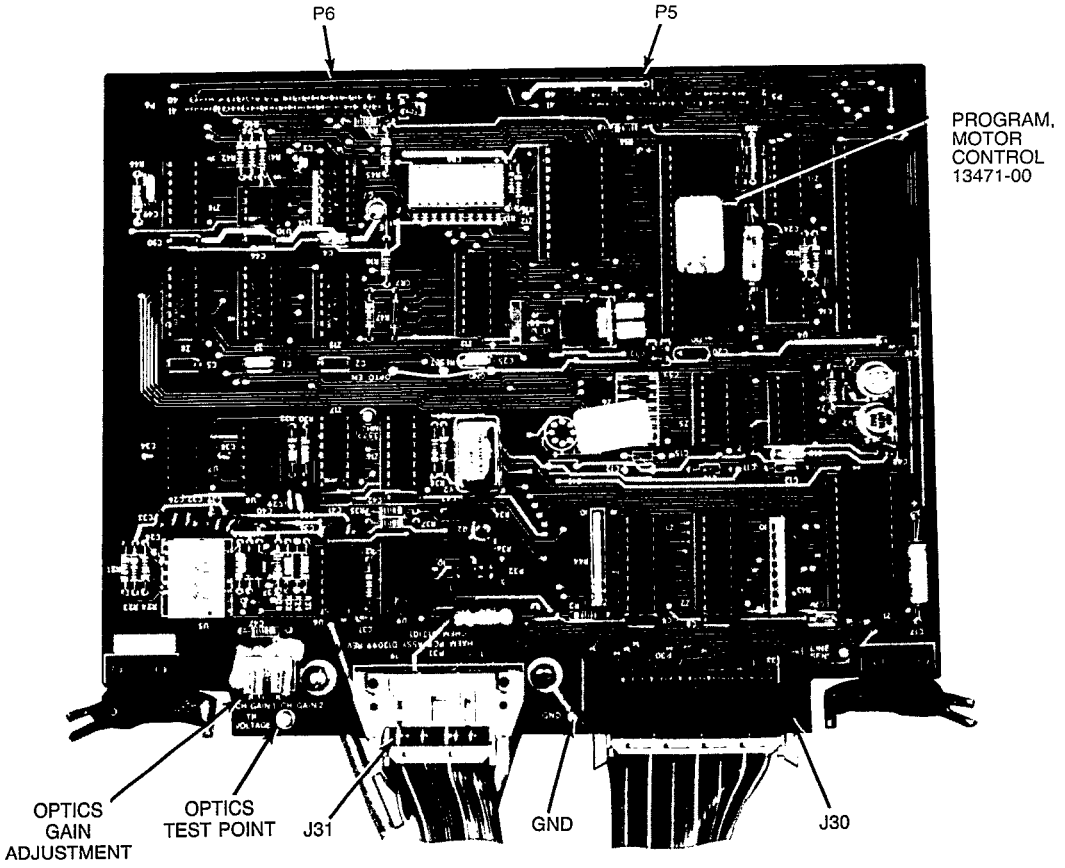

Figure 2-20, Input/Output (I/O) board
2.5.4 Input/Output (I/O) printed circuit board (Part no. 13102-00). (See Figure 2-20.)